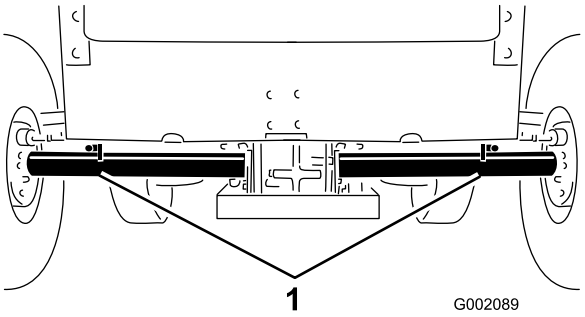
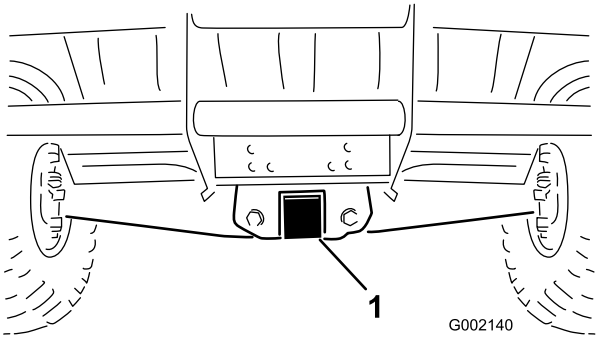

**Figure 27**
**Figure 28**
For moving the vehicle long distances, a trailer should be used. Make sure that the vehicle is secured to the trailer. Refer to Figure 27 and Figure 28 for the location of the tie-down points.
2. Affix a tow line to the tongue on the front of the frame (Figure 28).